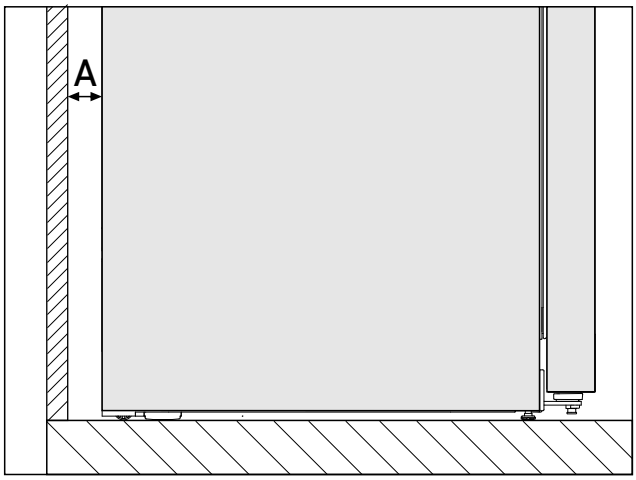

*Fig. 3 **
Потребление электроэнергии определено при расстоянии *Fig. 3 (A)* между задней стенкой устройства и стеной помещения. Если расстояние до стены меньше *Fig. 3 (A)*, это никак не влияет на функционирование устройства. При меньшем расстоянии до стены возможно незначительное повышение потребления электроэнергии и образование конденсата на задней стенке устройства.*